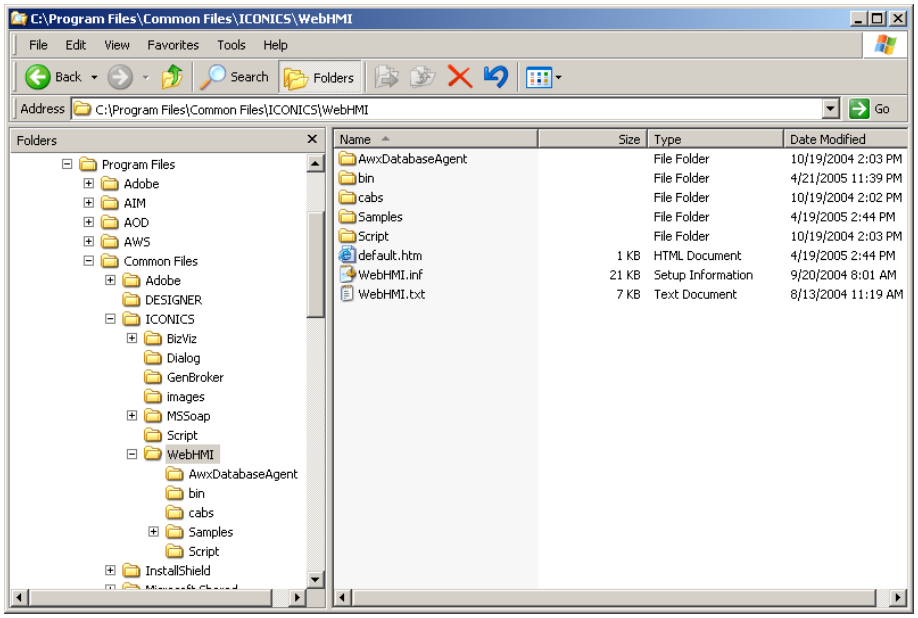

Figure L2.4: WebHMI Directory
1. Using a Windows Explorer, browse to the **C:\Program Files\Common Files\ICONICS\WebHMI** directory on your machine. You will see a number of folders and a few files, as shown in **Figure L2.4.**